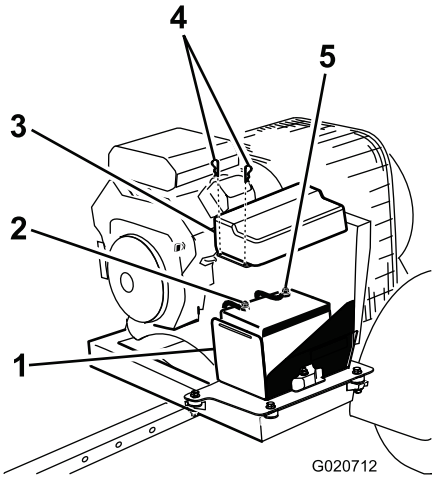

Rysunek 5
2. Podłącz przewód dodatni (czerwony) do bieguna dodatniego (+) (Rysunek 5).
3. Podłącz przewód ujemny (czarny) do bieguna ujemnego (-) akumulatora (Rysunek 5).